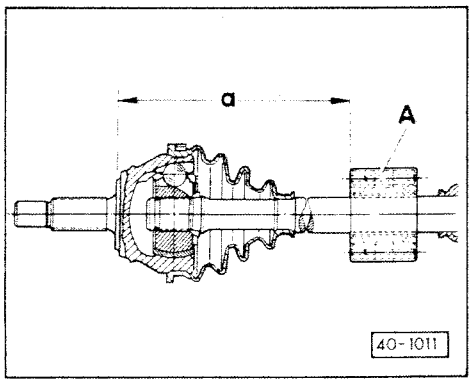

Fig. 2 Masse antivibratoire : position de montage
- ♦ Position de montage = > fig. 2
Position de montage = > fig. 2